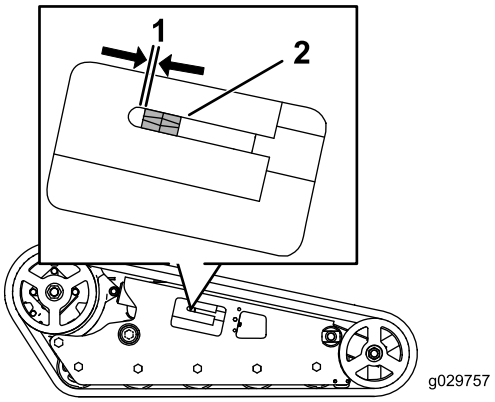

Rysunek 54
Nakrętka napinająca powinna znajdować się 6,4 mm od końca prowadnicy rury napinającej (Rysunek 54). Jeżeli tak nie jest, należy skorygować napięcie gąsienicy w następujący sposób:
4. Używając klucza nasadowego z zabierakiem 1/2 cala, obracaj śrubę napinającą w lewo, aż odległość między nakrętką napinającą a tylną krawędzią rury napinacza wyniesie 6,4 mm, jak pokazano na Rysunek 54.
10. Obracaj śrubę napinającą w lewo, aż odległość między nakrętką napinającą a tylną stroną rury widełkowej (Rysunek 54) wyniesie 6,4 mm.
10. Obracaj śrubę napinającą w lewo, aż odległość między nakrętką napinającą a końcem prowadnicy rury napinającej (Rysunek 54) wyniesie 6,5 mm.